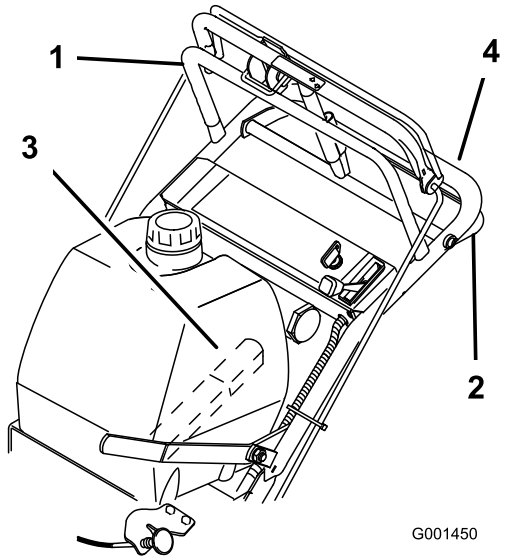
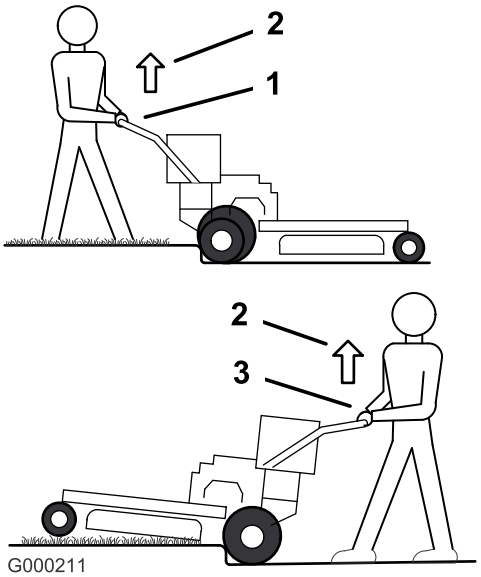
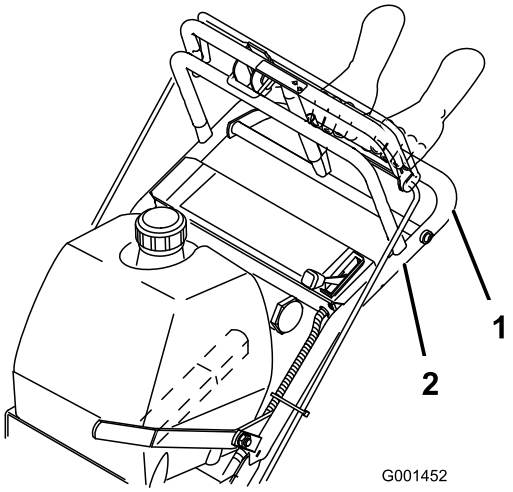

Figura 10
Figura 11
Figura 12
1. Para ir hacia adelante, mueva la palanca de cambio a una marcha hacia adelante (Figura 10).
3. Presione lentamente la barra de control superior para ir hacia adelante (Figura 10).
Para ir en línea recta, aplique la misma presión a ambos extremos de la barra de control superior (Figura 10).
Para girar, libere la barra de control superior en el sentido en que desea girar (Figura 10).
3. Apriete lentamente la barra de control inferior y el manillar para ir hacia atrás (Figura 10).
3. Conduzca la máquina hasta que las ruedas giratorias toquen el bordillo (Figura 11).
4. Levante la parte delantera de la máquina empujando hacia abajo en el manillar (Figura 11).
5. Haga avanzar la máquina hasta que las ruedas de tracción toquen el bordillo (Figura 11).
6. Baje la parte delantera de la máquina (Figura 11).
7. Al mismo tiempo, engrane la barra de control inferior y levante el manillar inferior para conducir la máquina por el bordillo (Figura 10 y Figura 11).
3. Haga retroceder la máquina hasta que las ruedas de tracción toquen el bordillo (Figura 11).
4. Al mismo tiempo, engrane la barra de control inferior y levante el manillar inferior (Figura 10 y Figura 12).